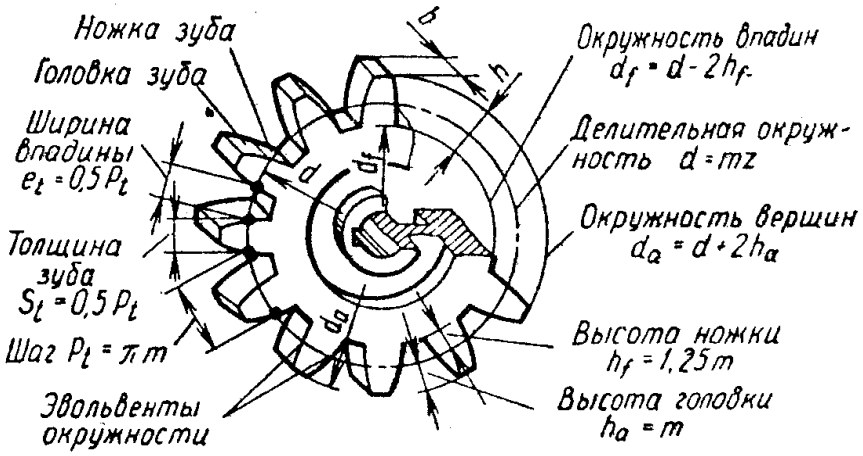

Рисунок 1 - Основные размеры зубчатого колеса и передачи
2. Составить конспект лекции. Обязательно изобразить рис.1 - Основные размеры зубчатого колеса и передачи